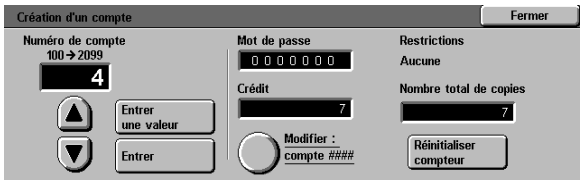

Figure 9: Écran Modification d'un compte
1. À partir de l'écran Administration par l'Auditron, appuyez sur **Modification d'un compte** pour afficher l'écran correspondant (voir la figure 9).